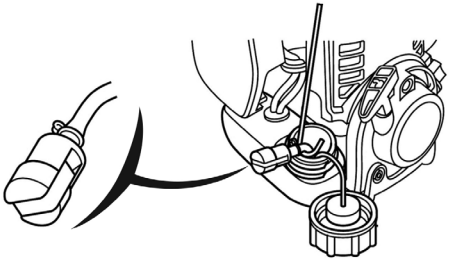

Рис. 18 Топливный фильтр
3. Зацепите крючком топливный шланг с фильтром и вытяните через заливную горловину (Рис. 18).